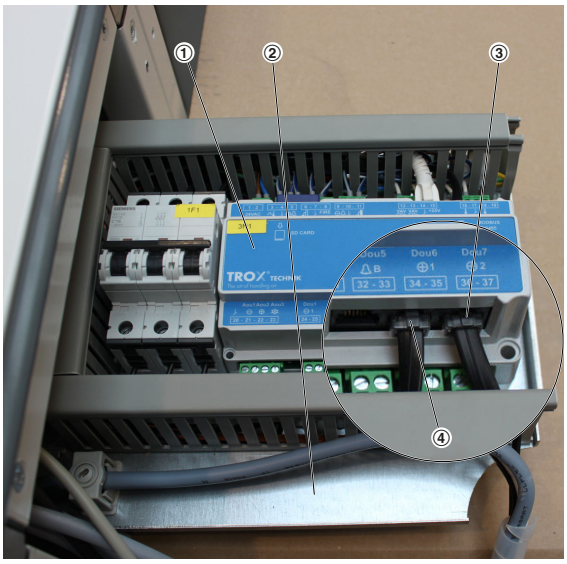

Fig. 6: X-CUBE control master
6. To connect the bus cable to the control master (Fig. 6/1), pull out the tray with the electrical components (Fig. 6/2).
Lead the bus connection cable through the penetration (Fig. 2/2) in the panel and plug it into port C (RJ12 socket, Fig. 6/3) of the control master.
If port C is already used, plug the connection cable into port B (RJ12 socket, Fig. 6/4).